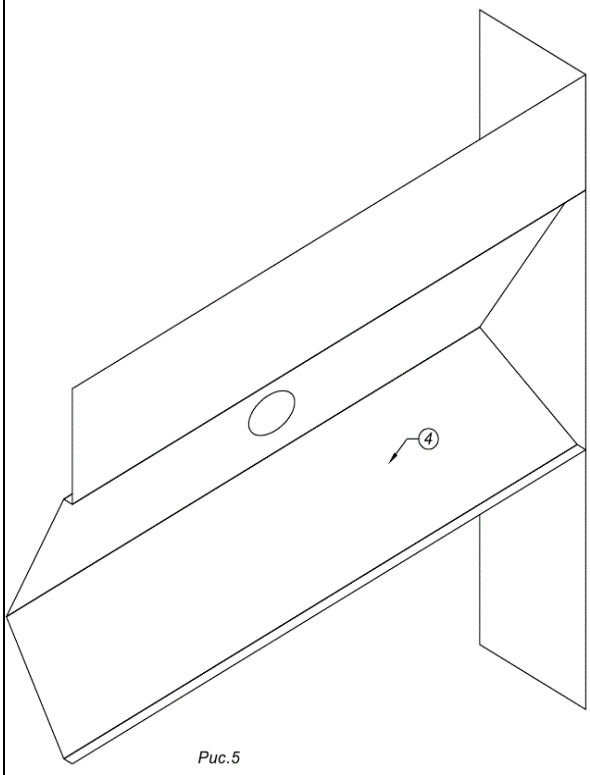

Рис.5
7.5.Крепление нижнего отбойника (рис.5) 5
7.5 Крепление нижнего отбойника (рис.5)